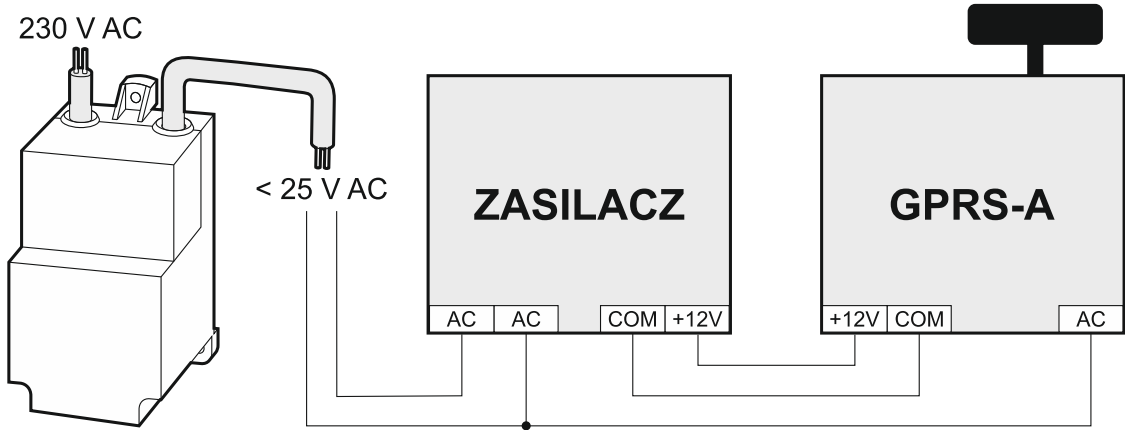

Rys. 2. Przykład podłączenia zasilania i kontroli obecności napięcia zmiennego.
2. Jeżeli moduł ma kontrolować obecności napięcia zmiennego podawanego do urządzenia zasilającego moduł, do zacisku wejścia AC podłącz przewód z uzwojenia wtórnego transformatora, z którego zasilane jest to urządzenie (patrz: rys. 2).